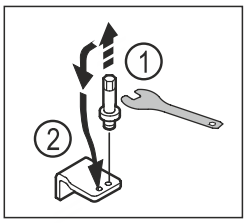

Fig. 17
- ▶ Unscrew the bolt of the lower swap bearing block with an Allen key AF5. *Fig. 17 (1)*
- ▶ Insert the bolt on the opposite side. *Fig. 17 (2)*